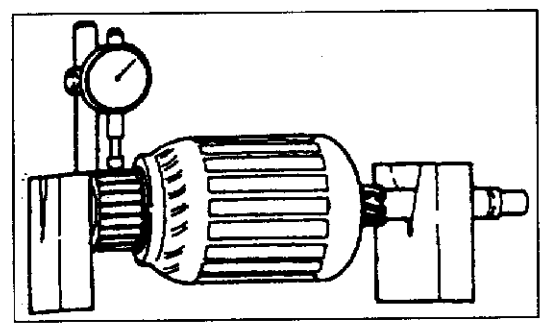

图2－7－3
(3)检查两个扇形块之间凹槽的深度，如图2－7－4所示。标准值：0.5mm；极限值：